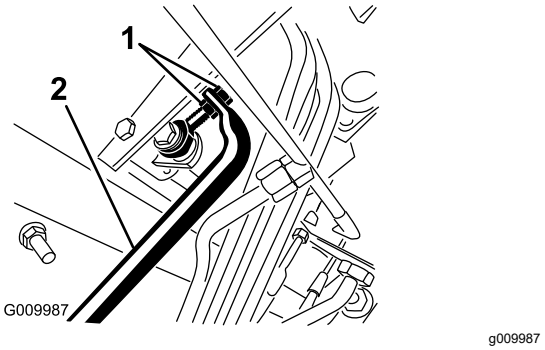

Figura 109
5. Ajuste as porcas de segurança na extremidade da barra da bomba para mover o tubo de controlo da bomba para a frente e eliminar o risco de deslizamentos para a frente, ou para trás para eliminar os deslizamentos para trás (Figura 109).